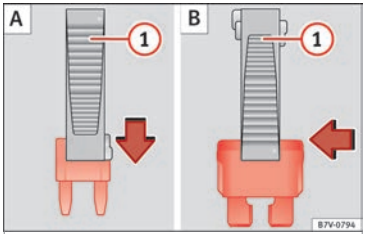

Fig. 62 Removing or fitting a fuse
- *Small fuses*: lock the pincer in from above ››› **Fig. 62 A**.
- *Larger fuses*: move the pincer sideways over the fuse ››› **Fig. 62 B**.